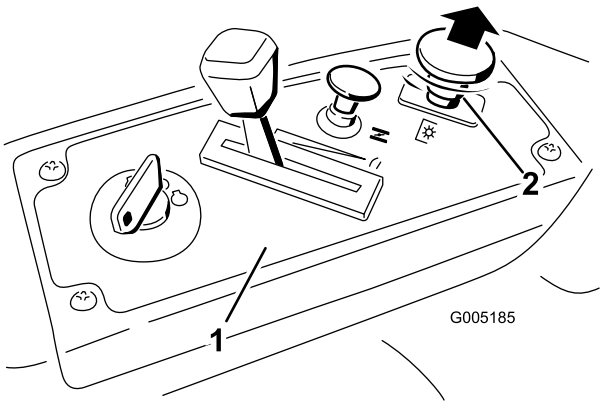

Figur 13
3. Dra knivkontrollbryteren opp for å bevege den til På-stilling, og aktivere knivene (Figur 13).